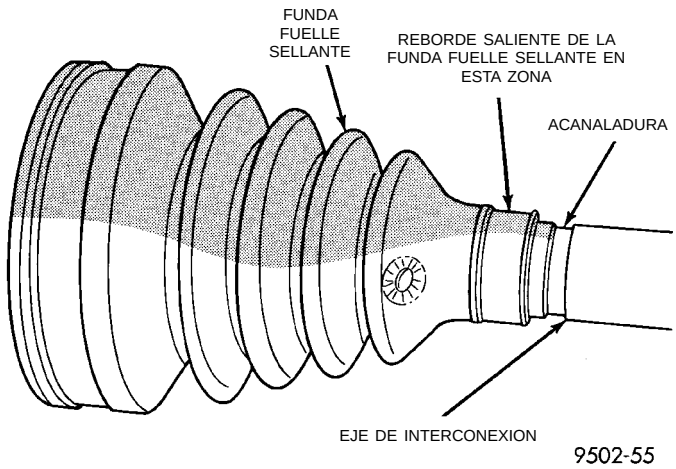

Fig. 47 Instalación de la funda fuelle sellante en el eje de interconexión
(1) Deslice la abrazadera de retención nueva de la funda fuelle sellante al eje de interconexión sobre el eje de interconexión. Deslice la funda fuelle sellante del conjunto de junta homocinética externa sobre el eje de interconexión (Fig. 47). **La funda fuelle sellante DEBE estar colocada sobre el eje de interconexión de manera que el reborde en la parte interior de la funda fuelle sellante se encuentre en la acanaladura en el eje de interconexión.**